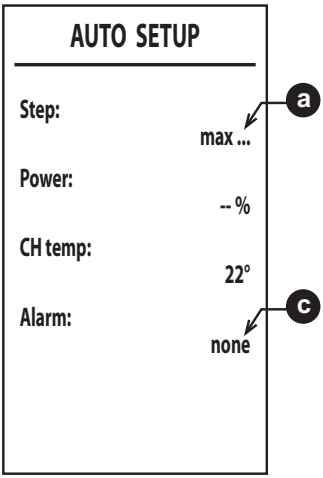

fig. 39
6. After ignition, the burner goes to heating at the various powers (max, med, min) indicated by point a (fig. 39).
8. If the ignition sequence described in point **"6"** is not successful, the message **max_err** at point a and an error code at point c will appear (fig. 39).